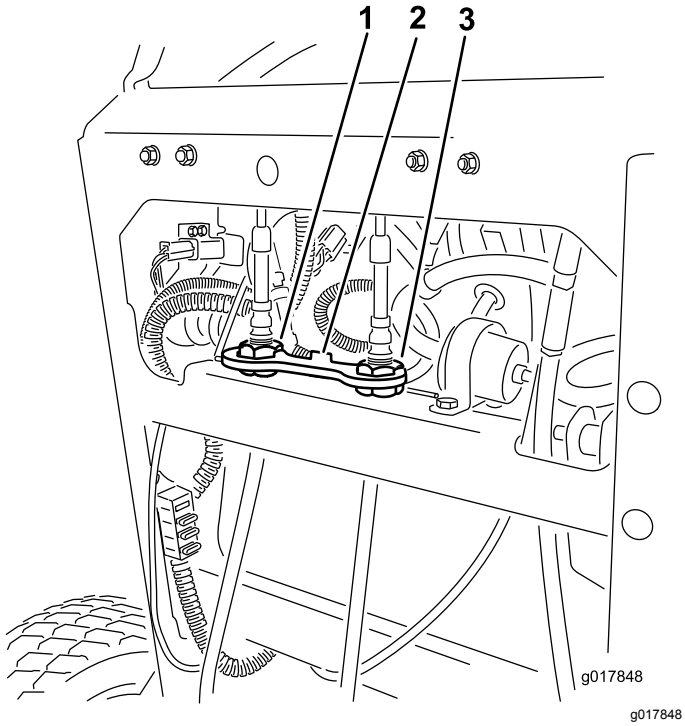

Rysunek 71
6. Załóż blokadę kablową na nakrętki regulacyjne linki, aby zabezpieczyć regulację (Rysunek 71).